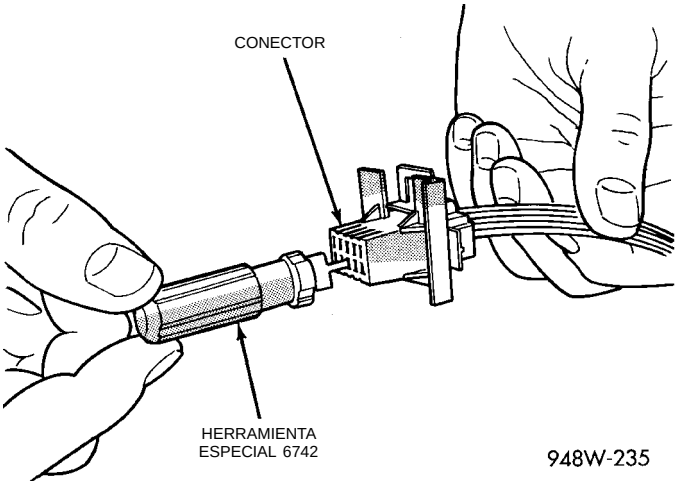

Fig. 15 Utilización de la herramienta especial 6742
(4) Utilice la herramienta especial 6742, para liberar las garras de traba del terminal (Fig. 15).
(5) Tire del cable para sacarlo del conector.
(6) Repare o reemplace el conector o terminal, según sea necesario.